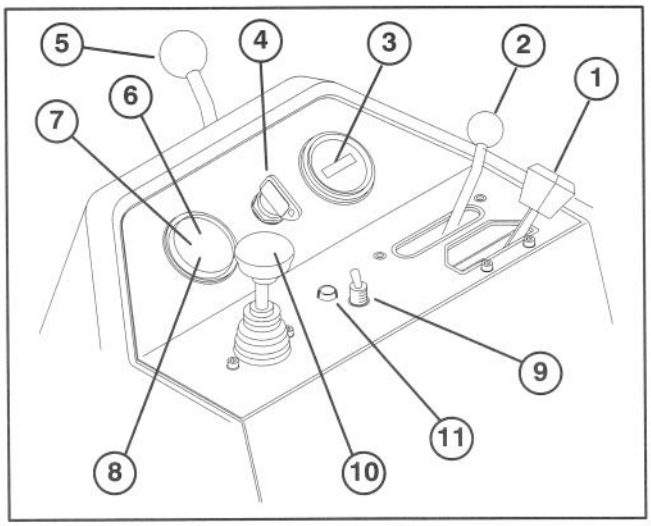

Figure 16
Choke Control (Fig. 16) – When starting a cold engine, move choke control forward. After engine starts regulate choke to keep engine running smoothly. As soon as possible, move choke rearward.
Functional Control Lever (Fig.16) – Provides two (2) traction selections, plus a "NEUTRAL" position. It is permissible to shift from mow to transport or transport to mow (not to neutral) while the Greensmaster 3200 is in motion. No damage will result.
Hour Meter (Fig.16) – Indicates the total hours of machine operation. The hour meter starts to function whenever the key switch is rotated to "ON".
Ignition Switch (Fig. 16) – Insert key into switch, turn clockwise as far as possible to "START" position to start engine. Release key as soon as engine starts; key will move to "ON" position. Turn key counter–clockwise to "OFF" position to stop engine.
Steering Arm Locking Lever (Fig.16) – Rotate lever rearward to loosen adjustment, raise or lower steering arm for operator comfort, then, rotate lever forward to tighten adjustment.
Water Temperature Light (Fig. 16) — Light glows and engine automatically shuts–down when engine coolant temperature gets too high.
High Temperature Override Button (Fig. 16) —If engine kills due to an over heat condition, press over ride button in and hold until machine can be moved to a safe location and allowed to cool down.
Two Speed Transport Switch (Fig. 16) – When switch is moved forward to "ON" position, engine will run at maximum engine speed (2800 rpm). When moved rearward to "OFF" position, engine will runs at a slower engine speed (2300 rpm) for quieter transport operation.
Battery Warning Light (Fig. 16) – Light glows if battery charge is low.
Oil Pressure Light (Fig. 16) — Light glows if engine oil pressure drops below a safe level.
Raise / Lower – Mow Control (Fig 16) – Moving control forward, during operation, lowers the cutting units and starts the reels. Pull back on control to stop reels and raise cutting units. During operation reels can be stopped by pulling back on control momentarily and releasing. Restart reels by moving control forward.